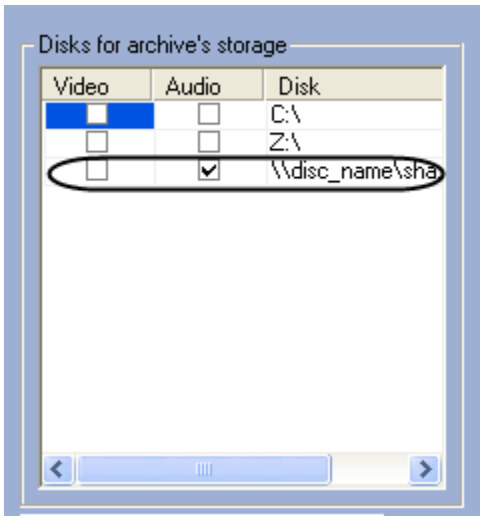

Figure 8.8-7 Setting the UNC path to a net disk
4.1 Go to the last line in the disk list and click the down key (Figure 8.8-7).
4.2 Enter the path to a net disk in the appeared line (Figure 8.8-7). UNC path is set in the format «\\server_name\share_name», where «server_name» is the name of file server and «share_name» is the net name of general folder.
4.3 Set a checkbox in the Video column for created disk (Figure 8.8-7).